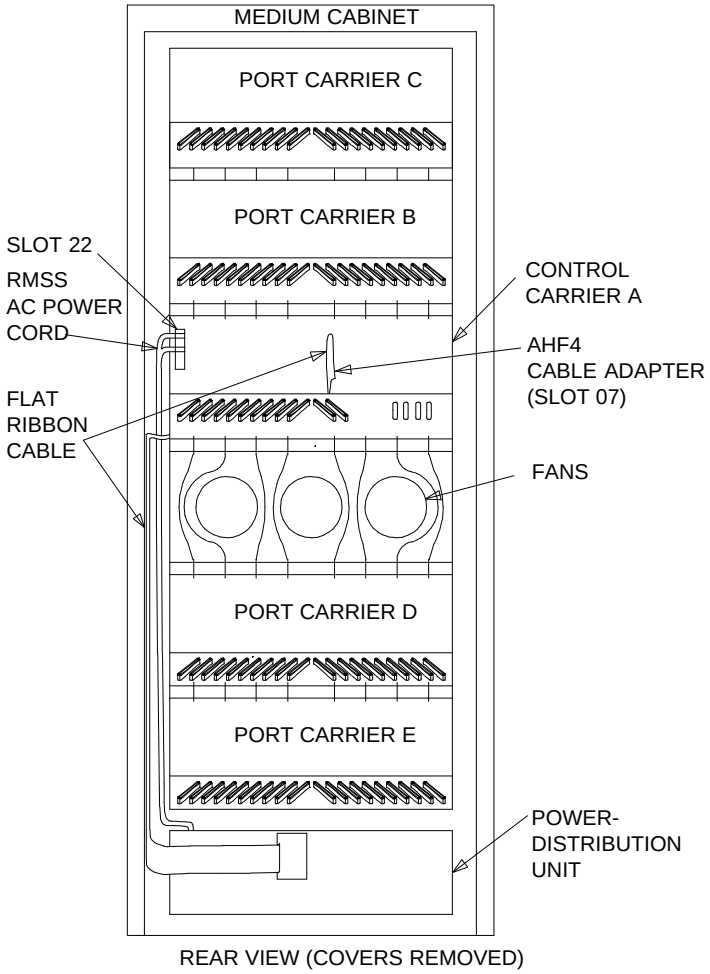

Figure 2-2. R1V3 System Cabinet
2. Disconnect the AHF4 cable adapter from behind slot ‘‘07’’ of control carrier ‘‘A’’ (see Figure 2-2).